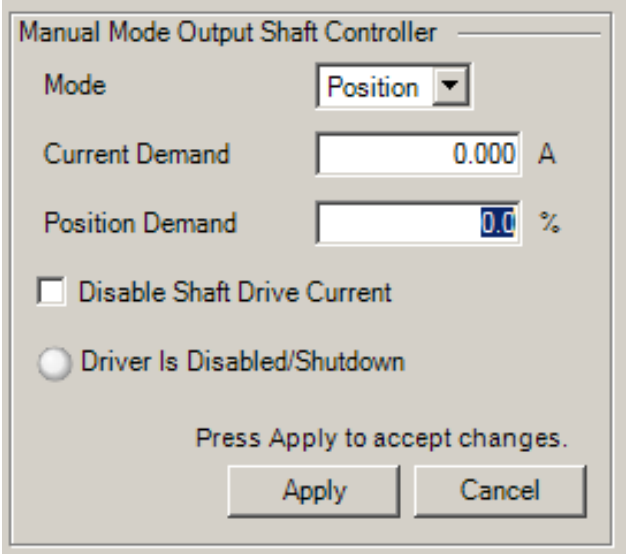

Figure 6-13. Position Trend Screen – Manual Control
1) Prior to enabling manual mode, it is advised to pre-set the manual mode settings. Set the desired values and current or position mode. Press Apply to accept the changes (see Figure 6-13), selecting Cancel will revert values back.